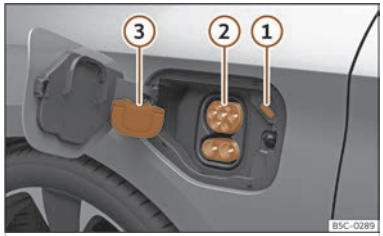

Fig. 62 Behind the battery charging cover on the rear right-hand side.
- Remove the protective cap and hang it on the hook ››› **Fig. 62** ③
- Plug the charging station's charging connector into the charging socket ››› **Fig. 62** ②
The LED (charging process indicator) of the charging socket flashes or flashes white ››› **Fig. 62** ① ››› **page 87**
The charging process indicator on the charging socket ① flashes green ››› **Fig. 62**.
- Tap the **Stop charging** function button on the infotainment system display. The charging process indicator located next to the charging socket ① lights up white ››› **Fig. 62**. The charging connector is unlocked.
- Place the protective cap on the charging socket's lower connection ››› **Fig. 62** ③